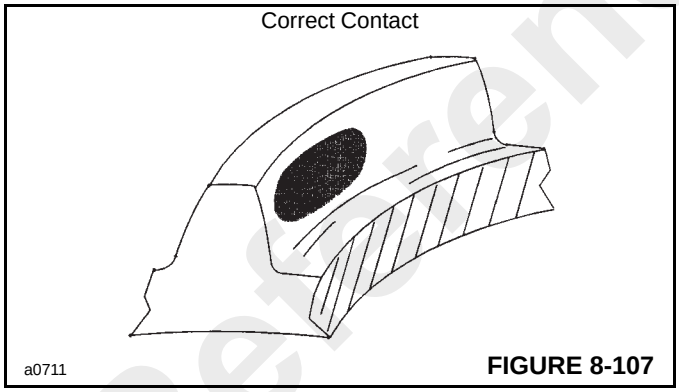

FIGURE 8-107
15. ***Correct Contact***. (Figure 8-107)